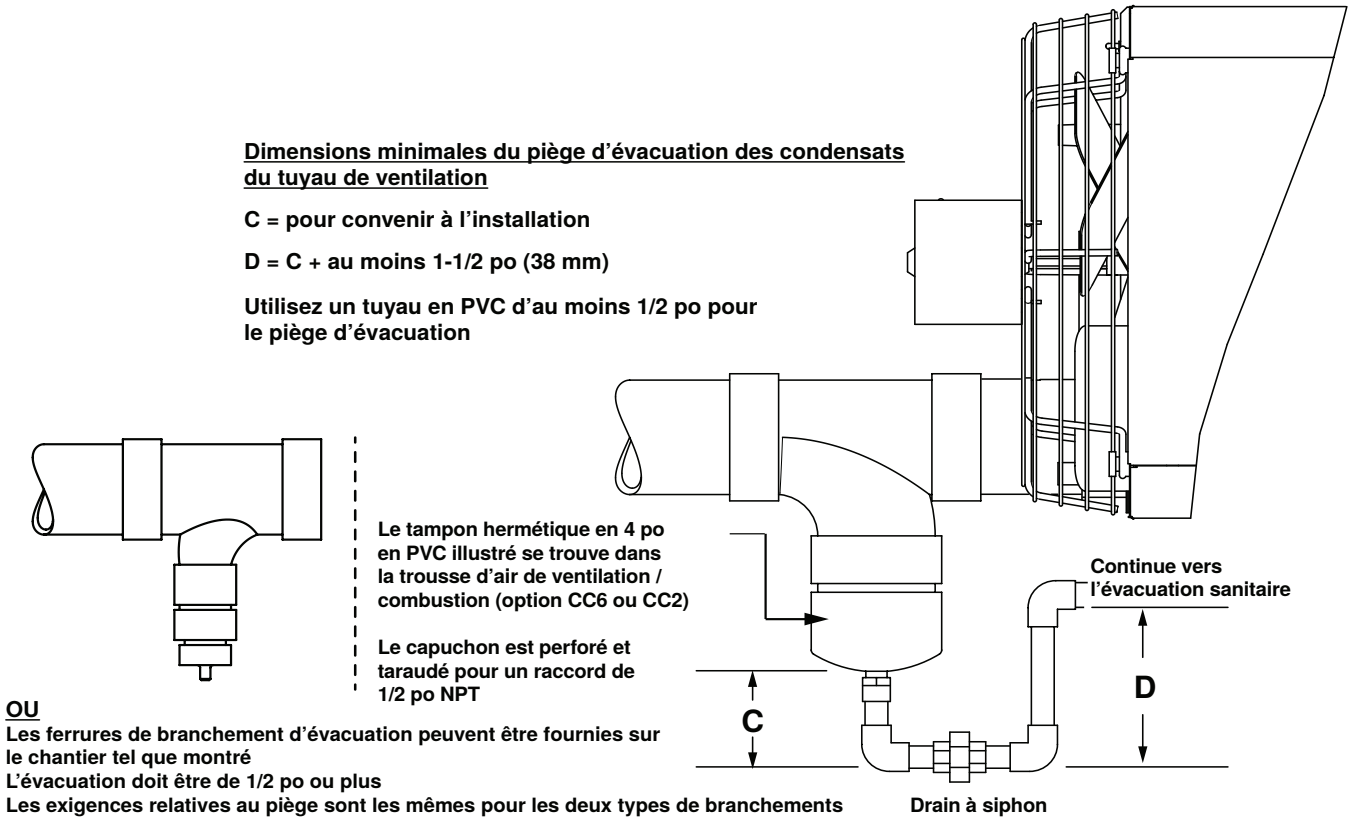

**Figure 22. Siphon de purge de condensat**
4. Installer le siphon conformément à la **Figure 22**.